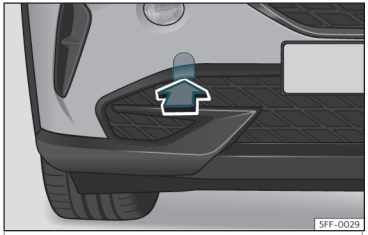

Fig. 43 On the right side of the front bumper: remove the cover.
The housing of the screw towing eye is on the right side of the front bumper behind a lid>>> **Fig. 43** .
- Remove the cover by pressing down on its base and leave it hanging from the vehicle >>> **Fig. 43**.